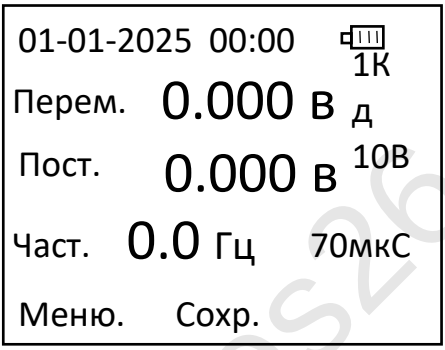

Рисунок 8.10 – Режим осциллографа
8.2.4.1 После перехода в режим осциллографа на дисплей выводятся измеренные значения напряжения переменного тока, постоянной составляющей переменного тока, частота переменного тока и установленное время квантования дискретизации, а также информация об измеряемом канале (канал и диапазон измерения возможно переключить в программе «ZGANS-MIR-WIN» при подключении Регистратора к персональному компьютеру) (рис. 8.10).